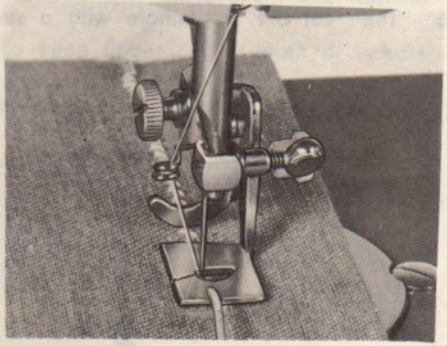

Fig. 27
2. Raise the presser foot and turn the balance wheel towards you to bring needle to its highest position. Replace regular presser foot with special buttonhole foot shown on Fig. 27. Tighten thumb screw.